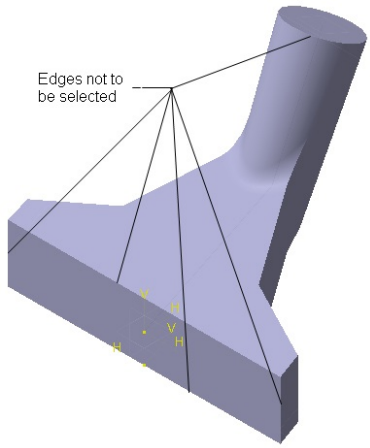

Figure 6-99 *Edges not to be selected*
4. Select all the edges of the model, except the edges that are shown in Figure 6-99.